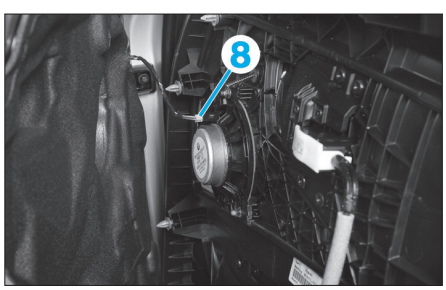

Fig. 63
• Avant d'extraire complètement la garniture de porte, débrancher le connecteur (8) du haut-parleur avant **(Fig.63)**.